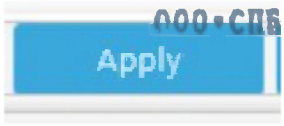

Рисунок 39
5.1.10 Нажать кнопку «Apply» (Рисунок 39)